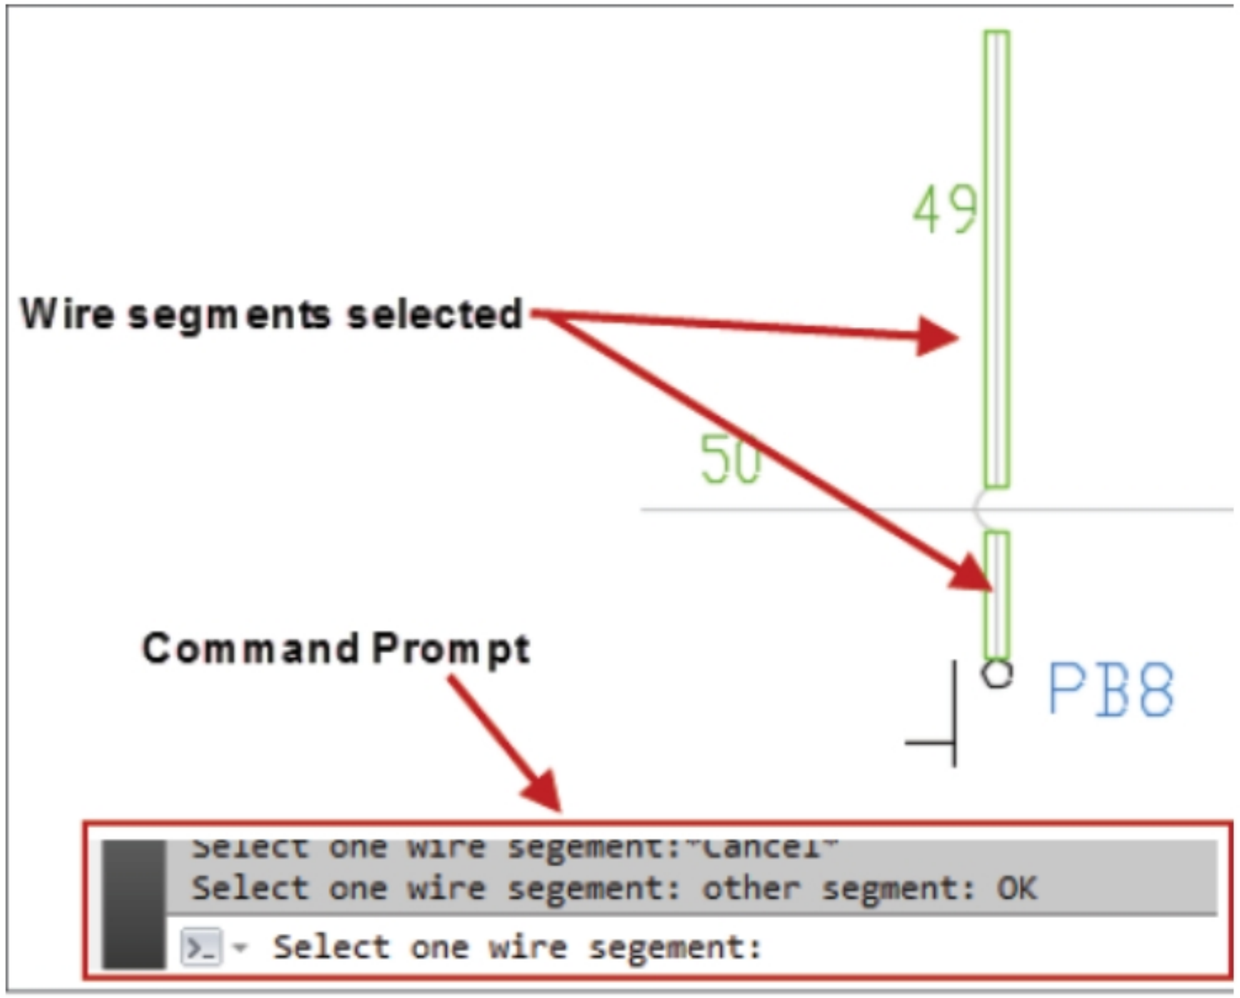

Figure-98. Wire gap checking
- Select the other segment. Status of the wire gap will be displayed in the command prompt; refer to Figure-98.